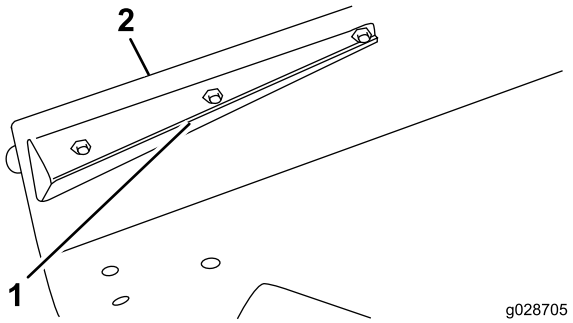

Figur 8
2. Monter enden av den fremre avledere til klippeenheten med hodeskrue (5/16–18 x 7/8 tomme) og låsemutter (Figur 8).
3. Plasser skjermen på linje med klippeenhetens kant, og bruk skjermen som en mal til å markere og bore de to resterende hullene med diameter på 9,5 mm i klippeenheten (Figur 8).
4. Fest skjermen til klippeenheten med to hodeskruer (5/16–18 x 5/8 tomme) og to låsemuttere (Figur 8).